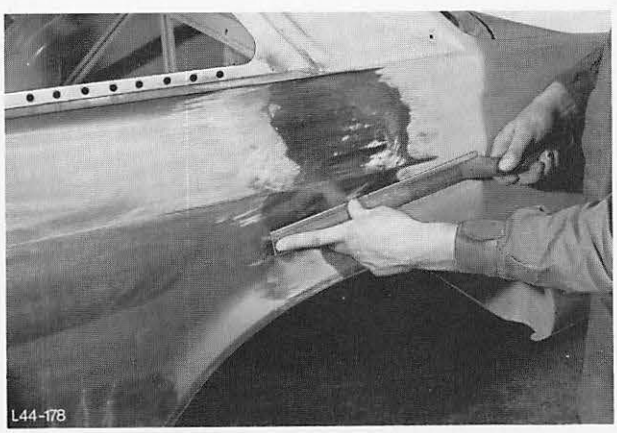

Abb. 211 Schwemmstelle bearbeiten
29. Schwemmstelle bearbeiten, Abb. 211/212.